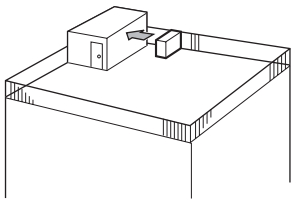

Fig. 3-2
① Face the air outlet towards the nearest available wall about 50 cm (19-11/16") away from the wall. (Fig. 3-2)